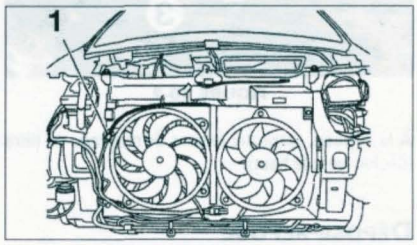

FIGURE 10-14
• Débrancher le connecteur (1) du faisceau de commande du groupe motoventilateur **(figure 10-14)**.